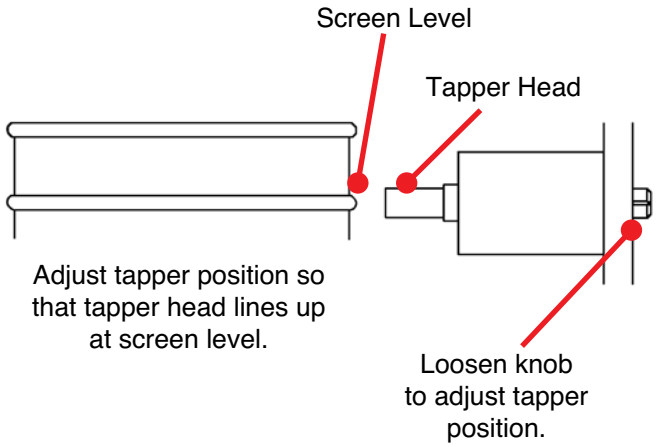

Figure 5.1
This row of buttons across the top of the control panel are numbered 1 through 7 and control individual pairs of horizontal tappers. See Figure 5.1 for information on position adjustment of the horizontal tappers.
J. Referring to Figure 5.1 adjust the Horizontal Tappers to their proper positions.